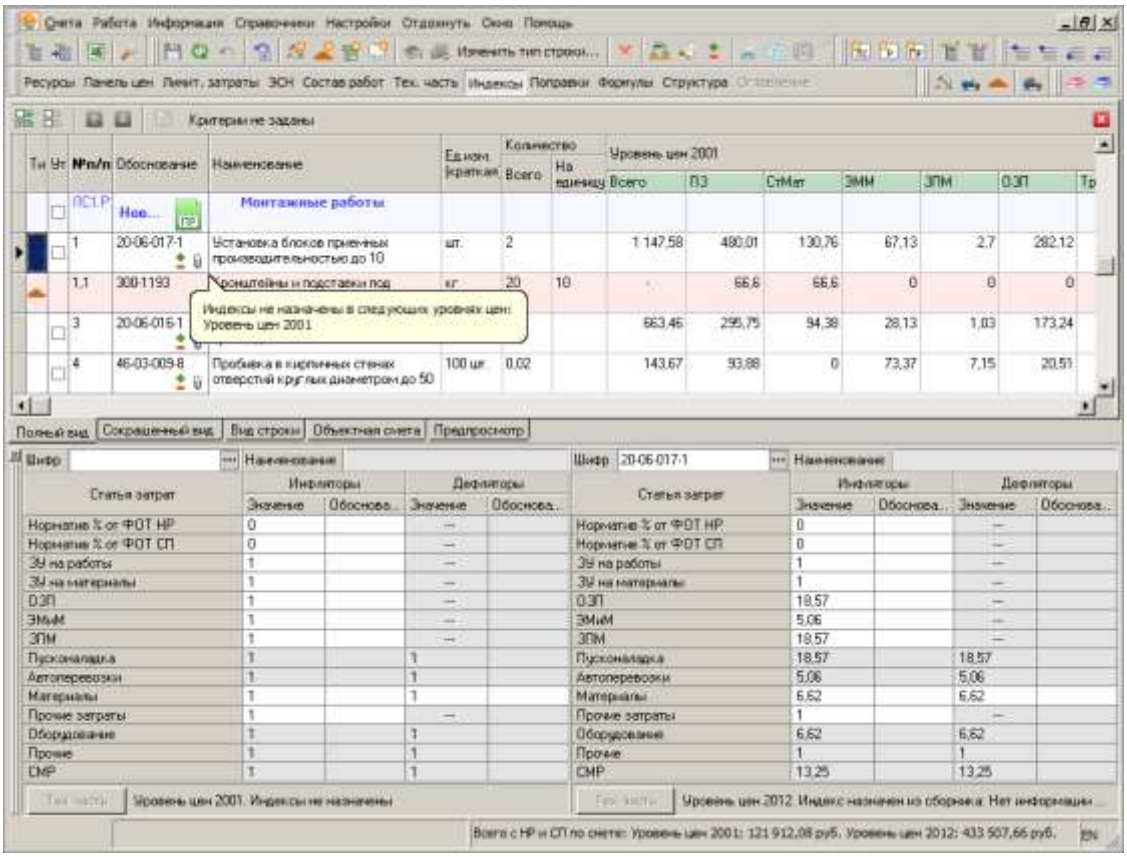

Рис. 1. Всплывающее окно с информацией
- для сметных строк, у которых хотя бы в одном уровне цен (включая невидимые) индексы не назначены. При наведении указателя мыши на такой индикатор, показывается всплывающее окно с информацией, в каких уровнях цен индекс не был назначен (см. рис. 1).